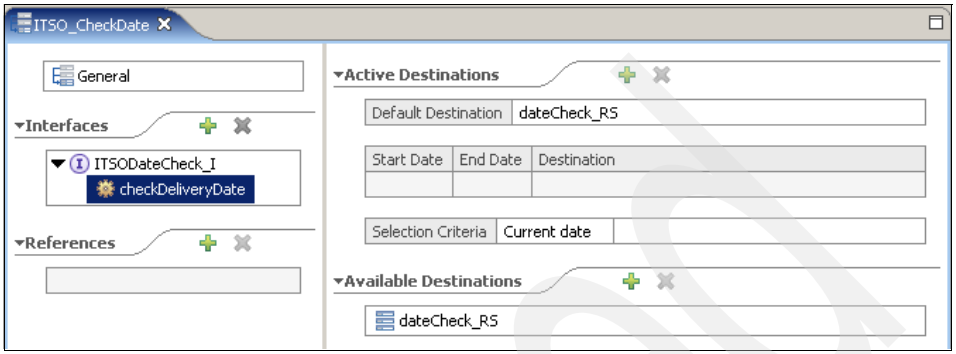

Figure 10-55 The completed ITSO_CheckDate rule group
11. Press Ctrl+S to save the dateCheck_RS rule set, and then close the Rule Set Editor. The ITSO_CheckDate rule group should now look like the example in Figure 10-55.